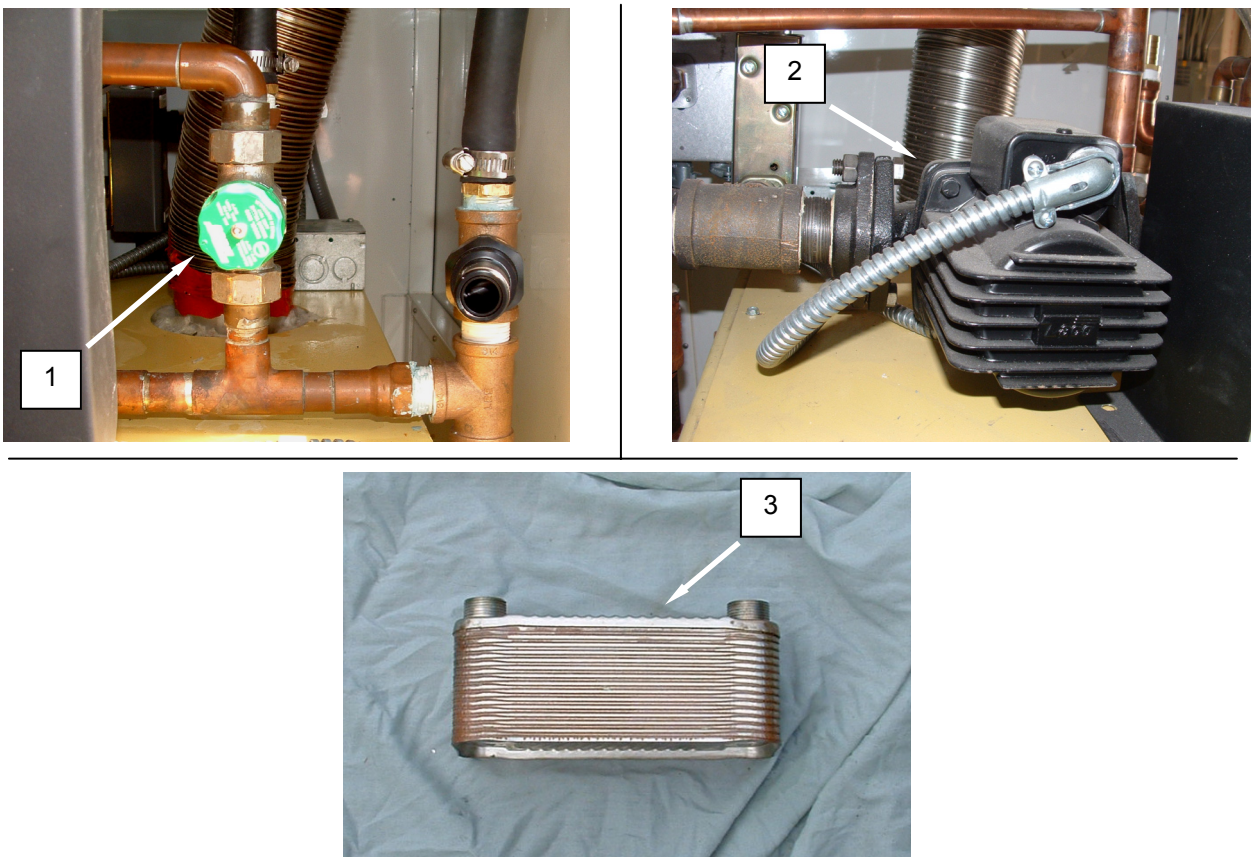

Figure 4. Boiler Operating, Doesn't Heat Washer/Soap Dispenser Water.
Step 2. Test circulating pump **(Figure 4, Item 2)** IAW procedures given in WP 0074 00.	Replace circulating pump
Step 3. Check mixing valve **(Figure 4, Item 1)** for obstructions and malfunctions.	Replace mixing valve IAW WP 0075 00.
Step 4. Check heat exchanger **(Figure 4, Item 3)** for obstructions.	Notify direct support Maintenance. If further corrective action is required, notify direct support maintenance.